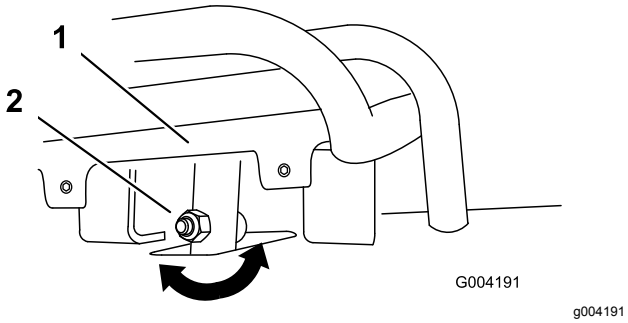
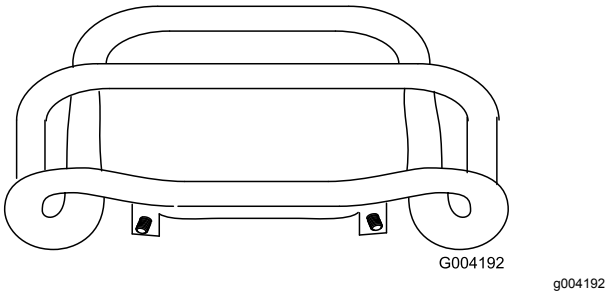

Figur 55
Figur 56
4. Om drivreglagets främre del inte ligger tätt intill och i rät vinkel mot referensstaven lossar du muttern och skruven på drivreglagets skaft (Figur 55).
5. Justera drivreglaget så att det ligger tätt intill mot referensstaven när det dras rakt bakåt (Figur 55 och Figur 56).
C. Lossa flänsmuttern och skruven på drivreglagets skaft (Figur 55).
I. Justera drivreglaget så att det ligger tätt intill mot referensstaven när det dras rakt bakåt (Figur 55 och Figur 56).